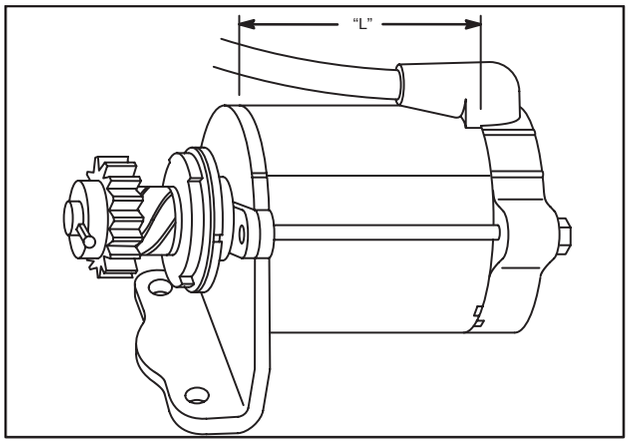

Fig. 688 – 120 VOLT AC STARTER MOTOR
2. Note length of starter motor housing as shown in Fig. 688 and refer to Table No. 47 for specifications for motor being tested.